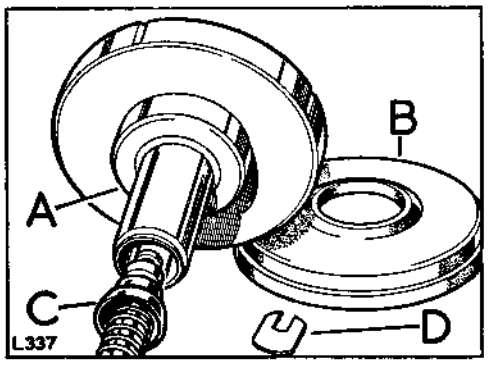

**Fig. H1-132. Diaphragm and valve rod assembly**
3. Smear grease No. 64949008 to the outer diameter of the diaphragm plate neck and bearing surfaces of the valve plunger. The valve rod assembly should now be inserted into the neck of the diaphragm plate and secured by the valve retaining plate. Fig. H1-132.